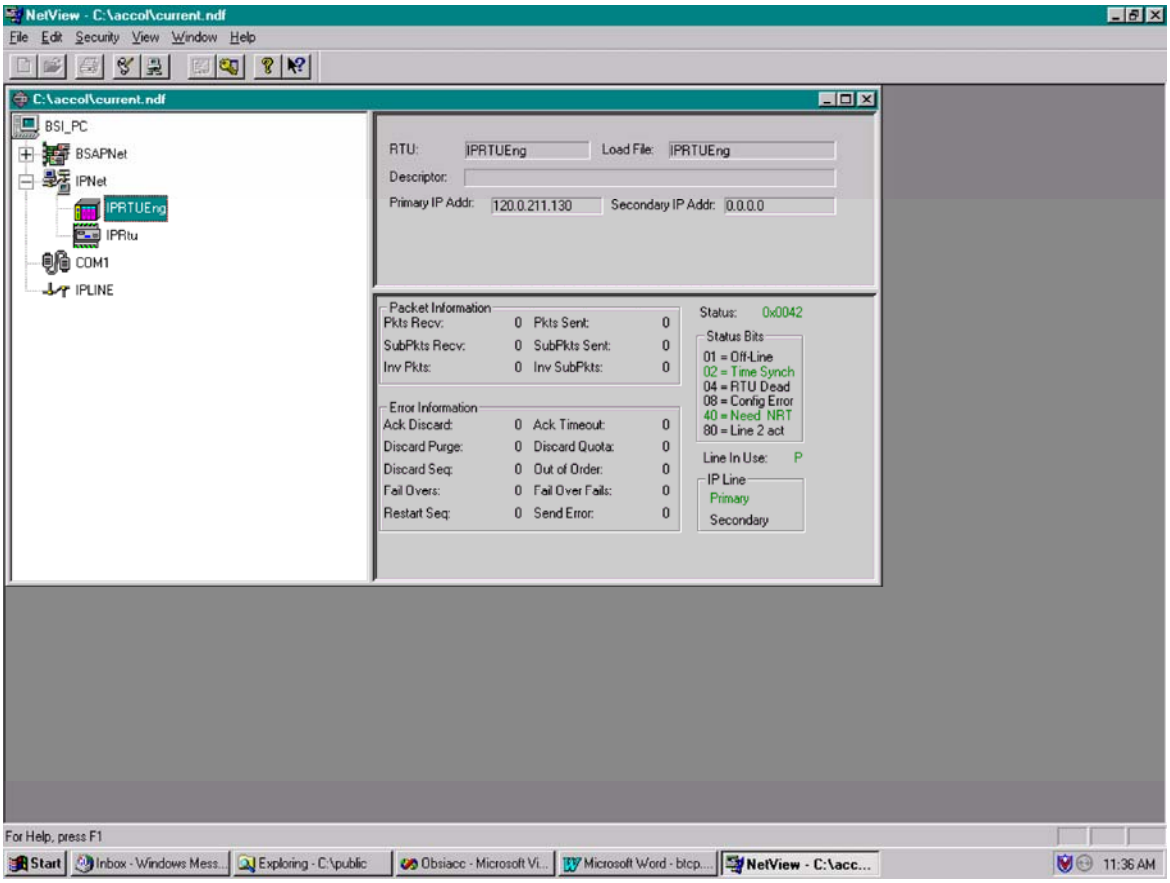

**Figure 3-6 – NetView - Example with Multiple Networks**
1. Start the OpenBSI NetView Program. A screen similar to Figure 3-6 will appear.